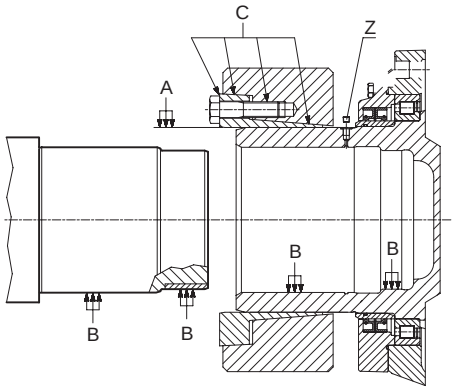
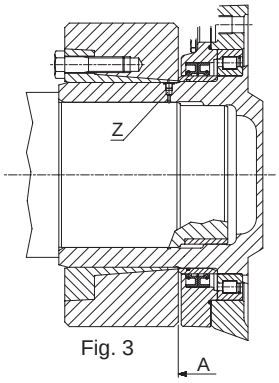

Fig. 2
Fig. 3
1) Nettoyer et dégraisser parfaitement l'arbre et son logement (Fig.2 points B). Pour faciliter les démontages suivants, il est préférable de réaliser le centrage petit de l'arbre en utilisant une douille convenablement usinée (Fig. 3).
2) Lubrifier le logement de l'accouplement (Fig.2 point A). En cas de joint neuf, celui-ci ne doit pas être démonté pour son graissage. En cas d'ancien joint, il est préférable de graisser les zones C.
3) Monter l'accouplement sur le réducteur sans serrer les vis et en laissant l'espace nécessaire à ôter le bouchon (Fig.3 point Z) qui permet la purge de l'air pendant l'accouplement du réducteur sur l'arbre de la machine entraînée.
1) Limpiar y desengrasar a fondo el eje y su asiento (Fig. 2, B). Para facilitar los desmontajes se recomienda hacer el centraje pequeño del eje con una arandela mecanizada (Fig. 3).
2) Lubricar el asiento del empalme (Fig.2, A). Si el empalme es nuevo no es preciso desmontarlo para engrasarlo. Solamente si se reutiliza un empalme usado hay que engrasar las zonas C.
3) Montar el empalme en el reductor sin apretar los tornillos y dejando libre el tapón "Z" (Fig. 3). Por este tapón sale el aire durante el acoplamiento del reductor con el eje.
1) Limpar e desengraxar cuidadosamente o eixo e a sua sede (Fig. 2 item B). Para facilitar as desmontagens sucessivas, é aconselhável realizar a centragem pequena do eixo por meio de uma bronzina usinada de maneira adequada (Fig. 3).
2) Lubrificar a sede da junta de vedação (Fig. 2 item A). Quando for novo, não será necessário desmontar a junta para engraxá-la. Somente em caso de recuperação de uma junta usada será aconselhável engraxar as áreas C.
3) Montar a junta no redutor sem apertar os parafusos e deixando o espaço necessário para remover o bujão (Fig. 3 item Z) que permite a saída do ar durante o acoplamento do redutor no eixo da máquina.
5) Rimettere il tappo (Fig.2 punto Z) per proteggere l'accoppiamento dalla formazione di ossidazioni e arretrare il giunto nella posizione finale (Fig.3 punto A) prima di iniziare a serrare le viti.
5) Refit the cap (Fig.2 point Z) to protect the coupling from oxidation and move the joint in the final position (Fig.3 point A) before tightening the screws.